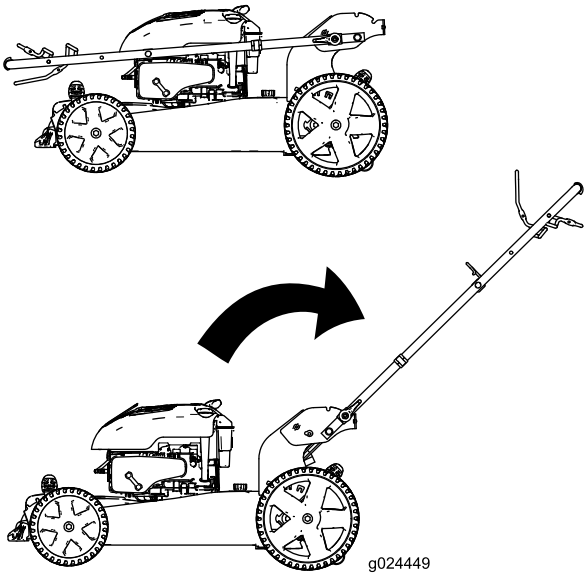

Figur 3
1. Flytt håndtaket bakover til driftsstillingen (Figur 3).